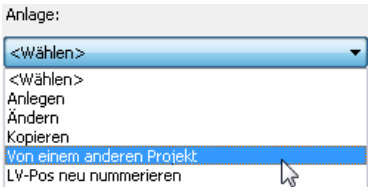

Bild 18.43 – Anlage von einem anderen Projekt kopieren
- Wählen Sie in *MSR-Technik, Kellerzentrale, Lüftung* im Listenfeld der *Anlagen* die Funktion *Von einem anderen Projekt* (Abb. 18.43).